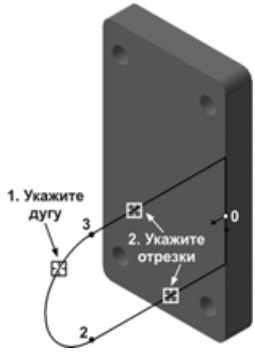

Рис. 5.124
- Нажмите кнопку **Касание** панели **Параметризация**. Укажите мишенью дугу и включите кнопку **Запомнить состояние** панели специального управления. Затем укажите горизонтальные отрезки (рис. 5.124).